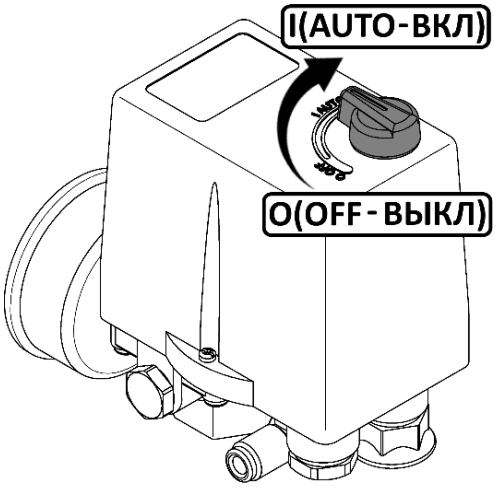

Рисунок 3
- Проверьте, чтобы выключатель на реле давления находился в выключенном положении **"O"** или **"OFF"**, в зависимости от исполнения (рисунок 3).
- Выключить компрессор выключателем **3** на реле давления (рис. 4-5). Для этого необходимо переключить выключатель в положение **"О"** или **"OFF"**, в зависимости от исполнения (рис. 3). После этого остановится электродвигатель и произойдет сброс давления из нагнетательного воздухопровода и поршневого блока.
- Переключите выключатель **3** на реле давления в положение **"O"** или **"OFF"**, в зависимости от исполнения (рисунок 3).